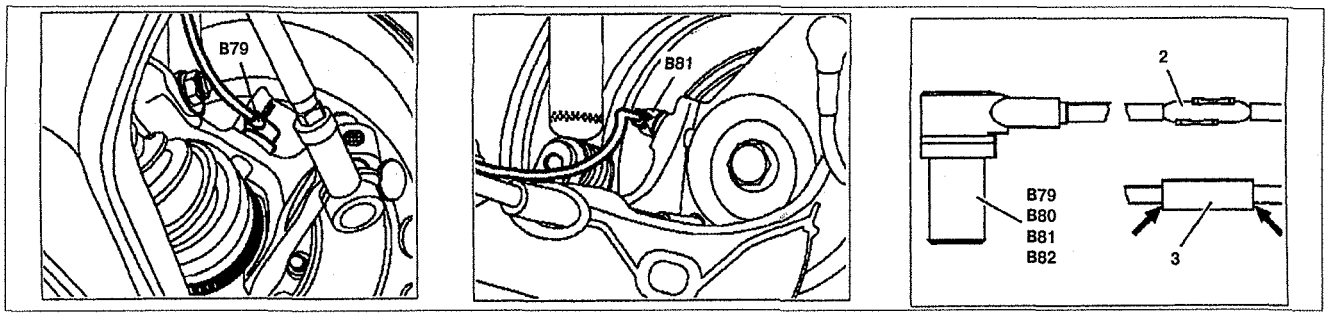

Рис. 9.26. Датчики частоты вращения колес системы ABS:
4. Извлеките датчики ABS **B79, 80, 81, 82** из направляющих отверстий (см.рис.9.26).